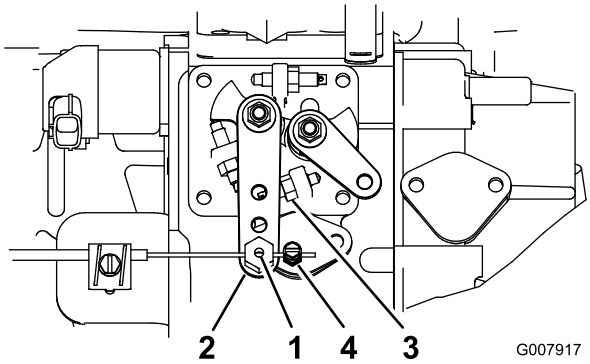

Figur 58
2. Lossa gasvajerns kontaktdon på gasvajern bredvid reglaget på insprutningspumpen (Figur 58).
3. Håll insprutningspumpens spak mot det höga tomgångsstoppet (Figur 58).